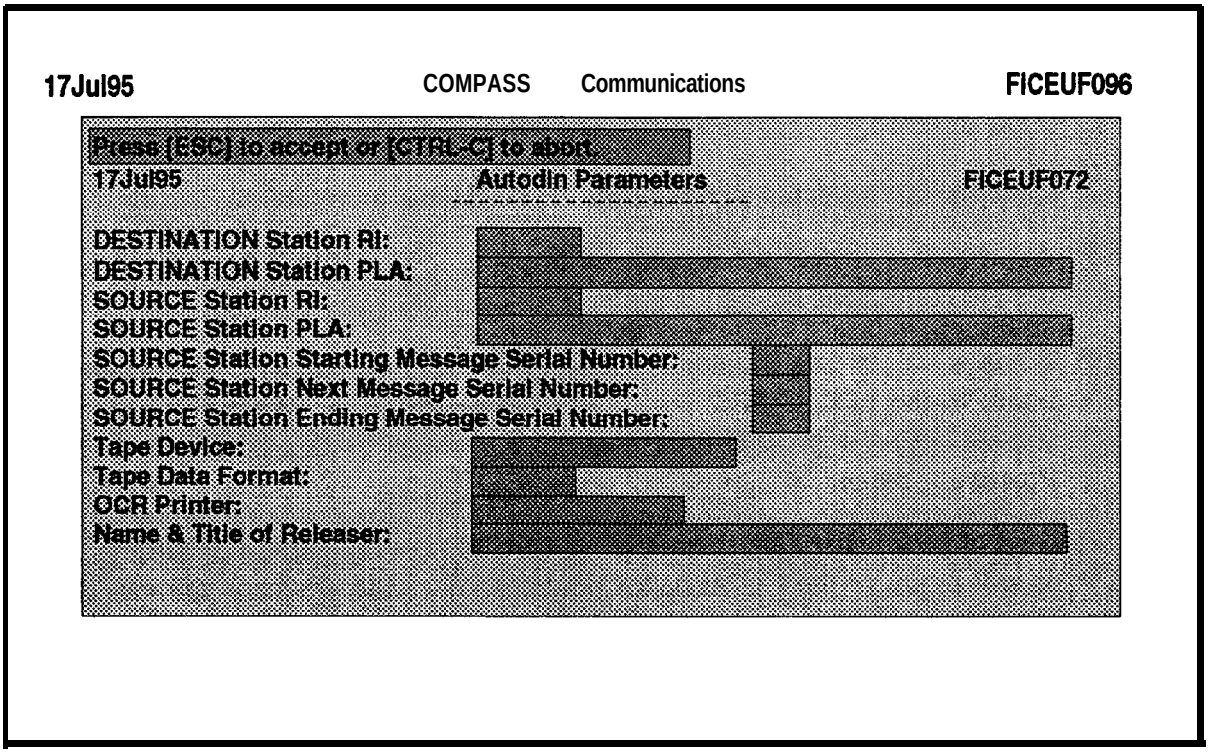

Figure 6-30. AUTODIN Parameters Window
e. Select **Set AUTODIN Parameters** from the Compass Communications menu. The AUTODIN Parameters window will be displayed with the cursor in the first field as shown in Figure 6-30.